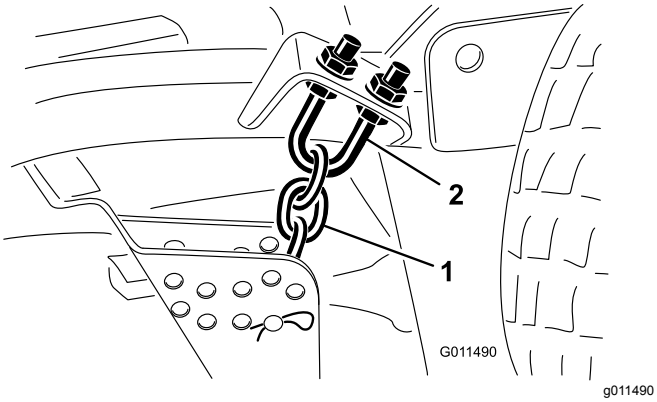

**Figur 103**
1. Løsn kontramøtrikkerne oven på eller under klippehøjdekædens bøjleskrue (Figur 103).